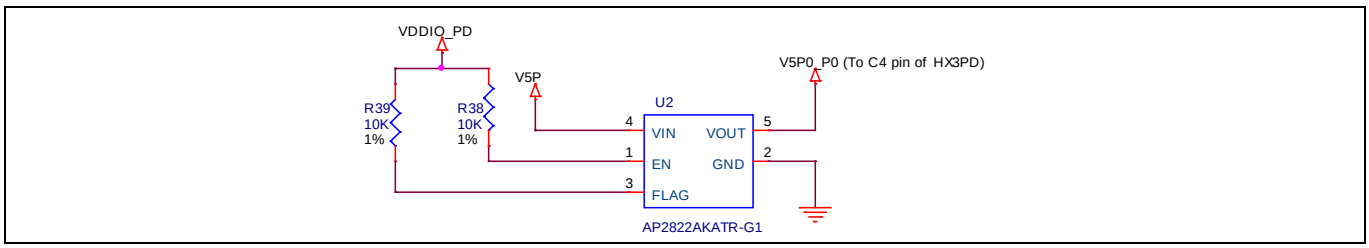

**Figure 13　US ポートで VCONN 実装と OCP に使用される電力スイッチ**
HX3PD の US ポートの VCONN 実装を Figure 13 に示します。このリファレンスデザインは、Diodes Incorporated の電力スイッチ AP2822AKATR-G1 を使用して、5 V@500 mA を供給します。電力スイッチの出力 (V5P0_P0) は、HX3PD の C4 ピンを介して US Type-C コネクタの CC ラインに VCONN 電源を供給します。電力スイッチのイネーブルピン (EN) はアクティブ HIGH です。
*Note: DS1 ポートの VCONN 実装と VCONN OCP 回路は、Figure 13 に示すように、US ポートのものとまったく同じです。*